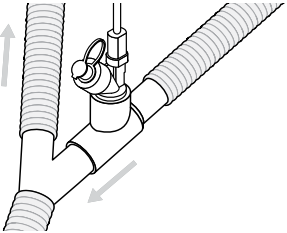

Figura 5. Collegamento di Aerogen Solo a un circuito di respirazione per adulti
1. Nei **circuiti di respirazione per adulti** da 22 mm collegare il nebulizzatore al ramo inspiratorio del circuito di respirazione inserendo l'elemento a T per adulti prima del raccordo a Y diretto al paziente (Figura 5).
Nei **circuiti di respirazione pediatrici** da 15 mm**,** collegare il nebulizzatore al ramo inspiratorio del circuito di respirazione inserendo l'elemento a T pediatrico prima del raccordo a Y diretto al paziente, come mostrato per l'elemento a T per adulti in Figura 5.
Nella preparazione ospedaliera e domestica, il Aerogen Solo è idoneo all'uso con pazienti sottoposti a tracheostomia con ventilazione meccanica (Figura 5, 7, 8 e 9).
Il nebulizzatore Aerogen Solo è idoneo all'uso con la ventilazione non invasiva in un circuito a due rami, come illustrato nelle Figura 5, 7, 8 e 9.